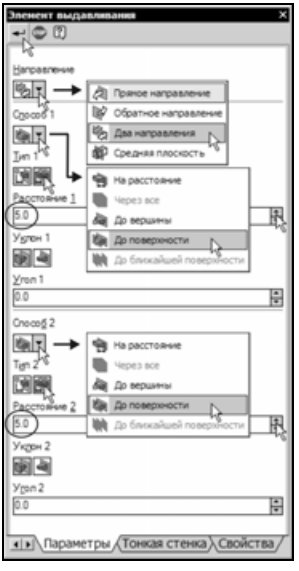

Рис. 8.92
- На панели свойств откройте список поля **Направление** и установите направление выдавливания **Два направления** (рис. 8.92).
- Вновь установите ориентацию **Изометрия XYZ**. Откройте список поля **Способ 2** и укажите тип выдавливания **До поверхности**. В поле **Расстояние 2** введите значение 5 и нажмите кнопку **За объект** (рис. 8.92).